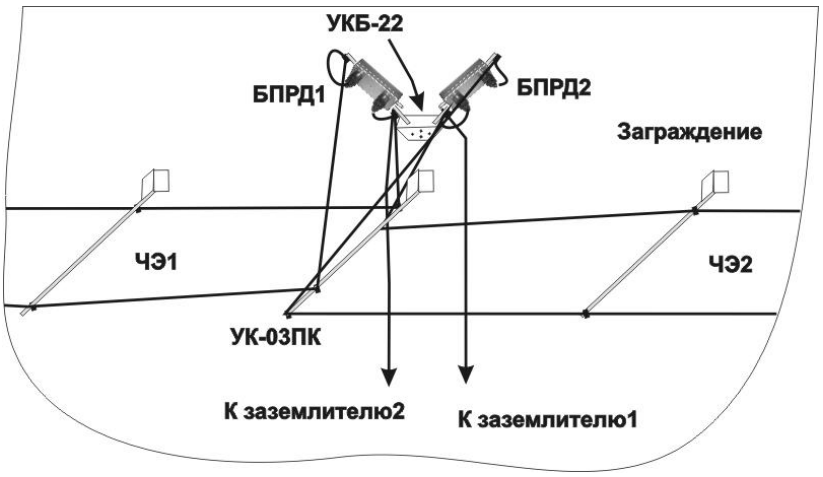

Рис. 10.27
10.3.6 БПРД смежных участков установить на заграждение с помощью УКБ-2 или УКБ-22 (см. рис.10.27). ВП и НП от точки крепления на конечной консоли до ввода в БПРД не должны провисать и касаться посторонних предметов.